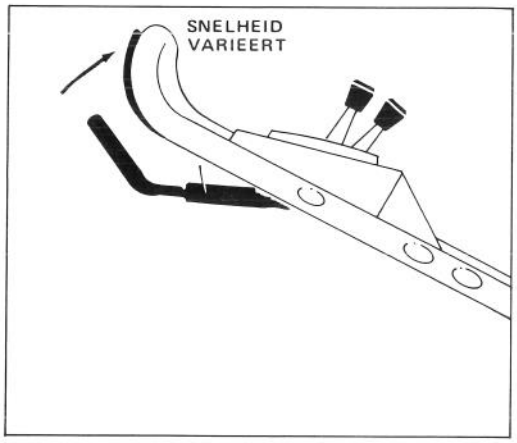

Afbeelding 12
5. AANDRIJVINGSMECHANISME (Zelfrijdend model) — Zet de rijsnelheidskeuzeknop op de gewenste stand en druk de bedieningsstang tegen de handle voor de aandrijving. De rijsnelheid varieert naar gelang de ruimte tussen de bedieningsstang en de handle (Afb. 12).